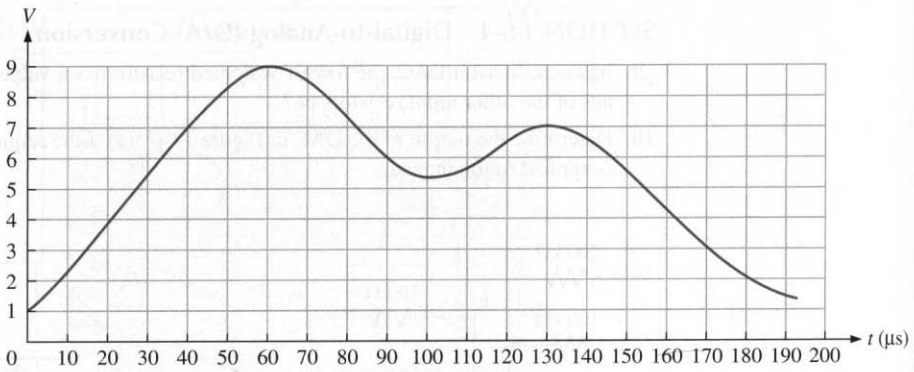

FIGURE 14–75
16. Determine the binary output sequence of a 3-bit flash ADC for the analog input signal in Figure 14–75. The sampling rate is 100 kHz and $V_{REF} = 8$ V.
17. Repeat Problem 16 for the analog waveform in Figure 14–76.